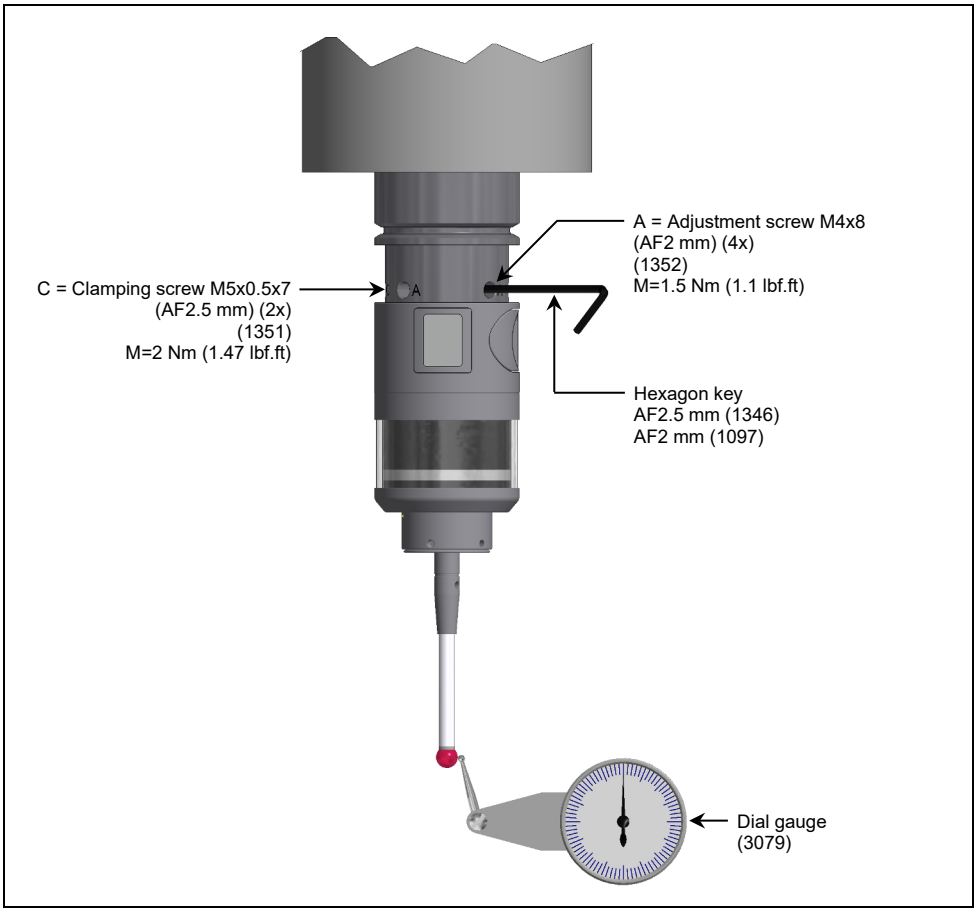

Fig. 14 Aligning Stylus to Spindle Centre
1. Loosen clamping screws "C" (Fig. 14) (2x) then re-tighten with moderate force.
2. Adjust the touch probe with the adjustment screws "A" (Fig. 14) (4x) to less than 20 µm.
5. Tighten clamping screws "C" (Fig. 14) (2x) to the torque specified in Fig. 14.
6. Tighten adjustment screws "A" (Fig. 14) (4x) to the torque specified in Fig. 14 against each other.